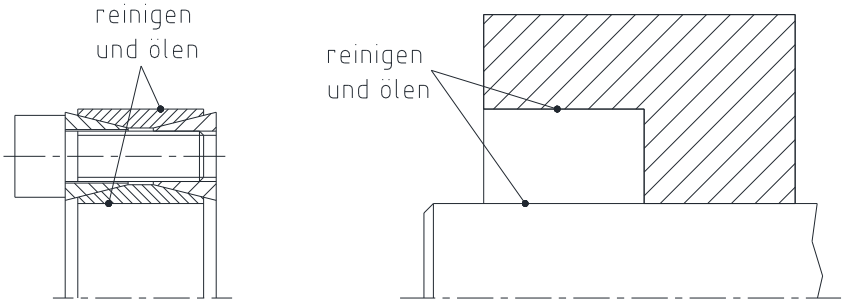

Bild 4: Reinigen und Ölen der Kontaktflächen
- Die in Bild 4 gekennzeichneten Flächen des Spannsatzes sowie der Welle und Nabe reinigen und anschließend dünnflüssiges Öl leicht auftragen (z. B. Ballistol Universal Öl oder Klüber Quietsch-Ex).